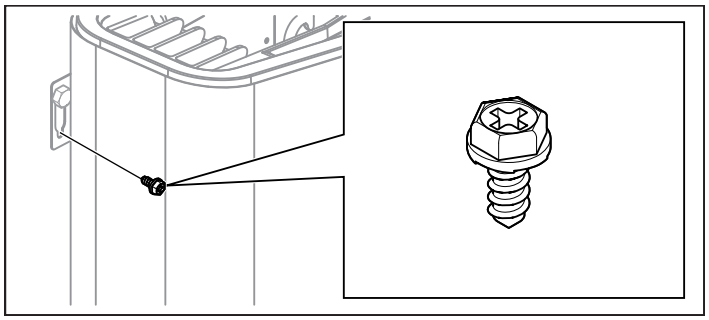

Abbildung 10: Halterung festschrauben
8. Fixieren Sie die Heizung mit der Sicherungsschraube (siehe Abb. 10).